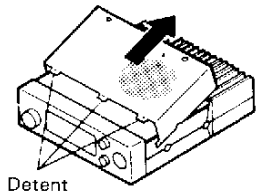

Fig. 1
2. Carefully remove the top cover. . (Fig.1)
1. Remove the 2 screws securing the Top cover. Carefully remove the top cover. (Fig. 1)